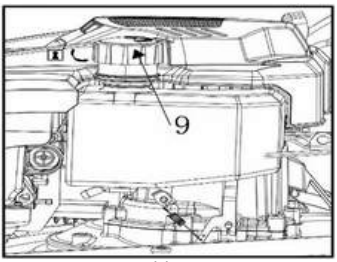

Abb. 6
3. Schrauben Sie den Kraftstofftankdeckel (9) ab und nehmen Sie ihn ab (Abb. 6).